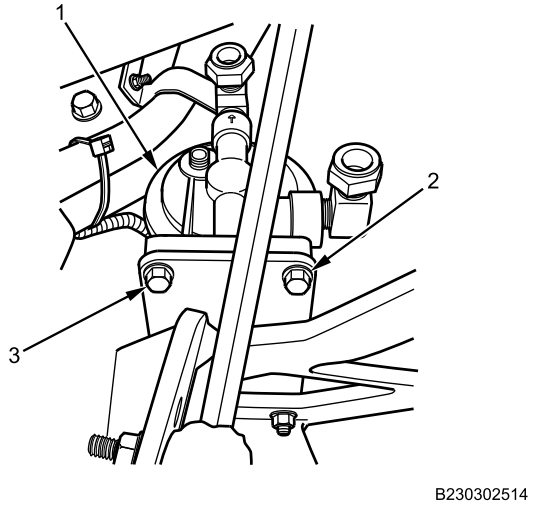

Figure 5. Fuel/Water Separator Assembly.
6. Apply corrosion preventive compound to fuel/water separator assembly mounting bolts (Figure 5, Item 3).
7. Install fuel/water separator assembly (Figure 5, Item 1) on mounting bracket with bolts (Figure 5, Item 3) and new lockwashers (Figure 5, Item 2). Tighten bolts securely.